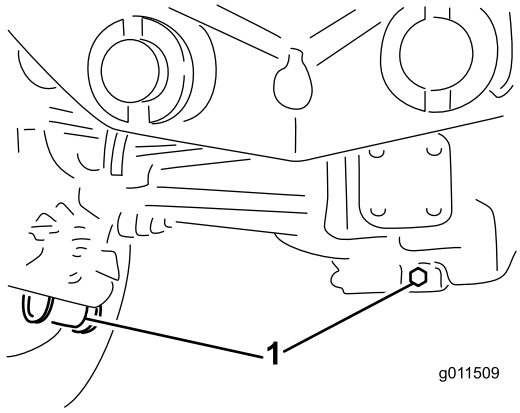

Figuur 64
2. Reinig de omgeving van de drie aftappluggen, (1) aan elke kant en (1) in het midden (Figuur 64).